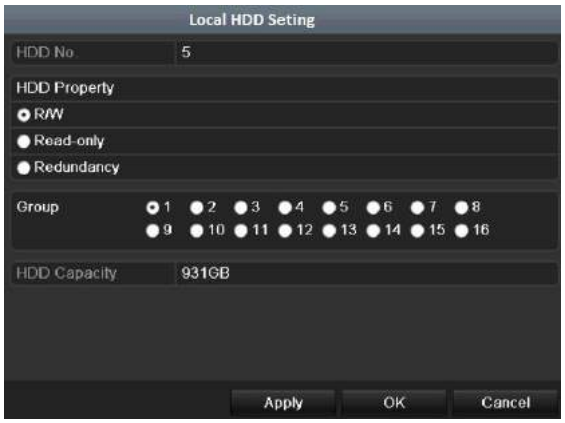

Figure 12. 15 Set HDD Property
2. Select HDD from the list and click the icon to enter the **Local HDD Settings** interface, as shown in Figure 12. 15.